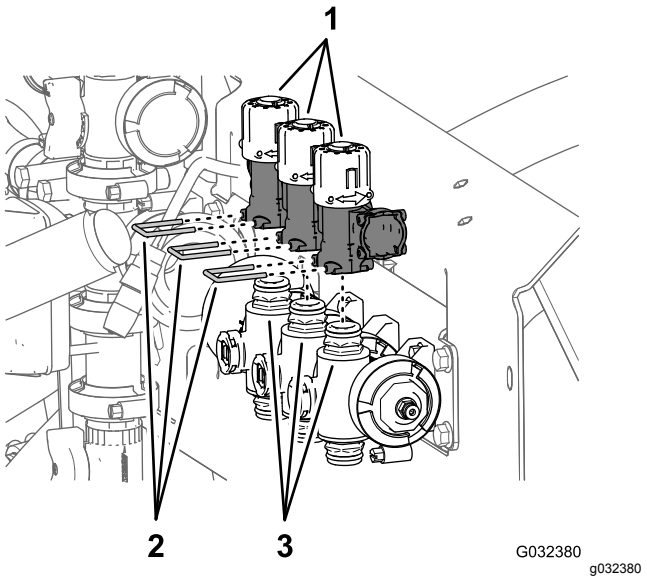

Figuur 57
1. Verwijder de 3 borgclips waarmee de 3 omloopkleppen bevestigd zijn aan de 3 verdelerkleppen (Figuur 57).
2. Til de 3 omloopkleppen op de 3 snelkoppelingen van de verdelerkleppen (Figuur 57).